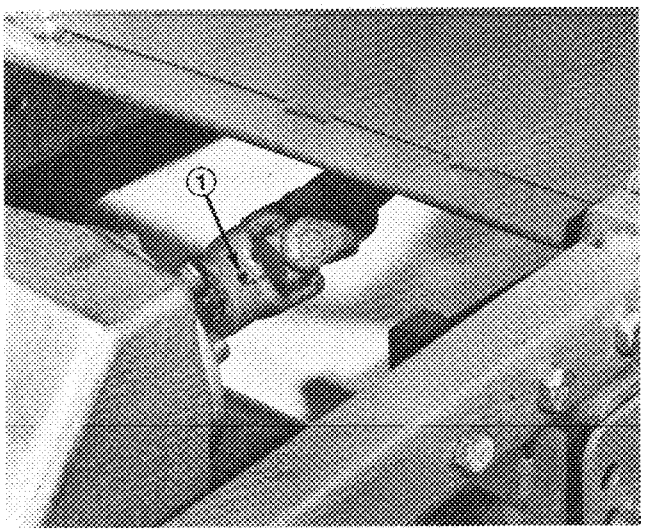

Figure 21
3. Lower cutting unit, remove pins from height-of-cut brackets (4).
4. Drive roll pin out of yoke and input shaft of gear box (Fig. 21). Slide yoke off the input shaft. If traction unit will be used without the cutting unit, remove the PTO shaft from the traction unit; refer to PTO Shaft Removal, page 13.
4. Insert pin punch into top or bottom of mounting tube and drive bushing out of tube (Fig. 21). Also drive other bushing out of tube. Clean inside of tubes to remove dirt.